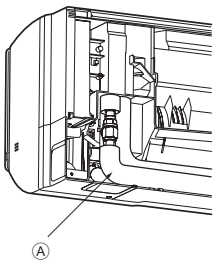
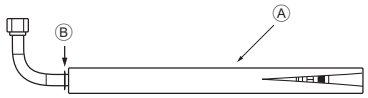
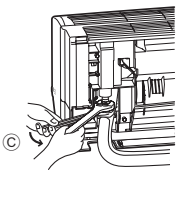

**Fig. 3-6**
**Fig. 3-8**
**Fig. 3-9**
**Fixation du raccord en L ④**
**Tuyauterie droite, gauche et arrière (Fig. 3-6)**
3. Dans le sens du retrait du raccord en L ④, faire un raccord rapide à l’ouverture évasée de l’appareil intérieur.
4. Serrer l’écrou évasé à l’aide d’une clé à fourche double. (Fig. 3-9)
1. Couper le raccord en L ④ à l’emplacement indiqué (Fig. 3-8).
2. Insérer l’écrou évasé retiré précédemment sur la partie droite du raccord en L ④ et évaser l’extrémité du tuyau.
5. Raccorder rapidement le raccord en L ④ traité en 2) à l’ouverture évasée de l’appareil intérieur.
6. Serrer l’écrou évasé à l’aide d’une clé à fourche double. (Fig. 3-9)